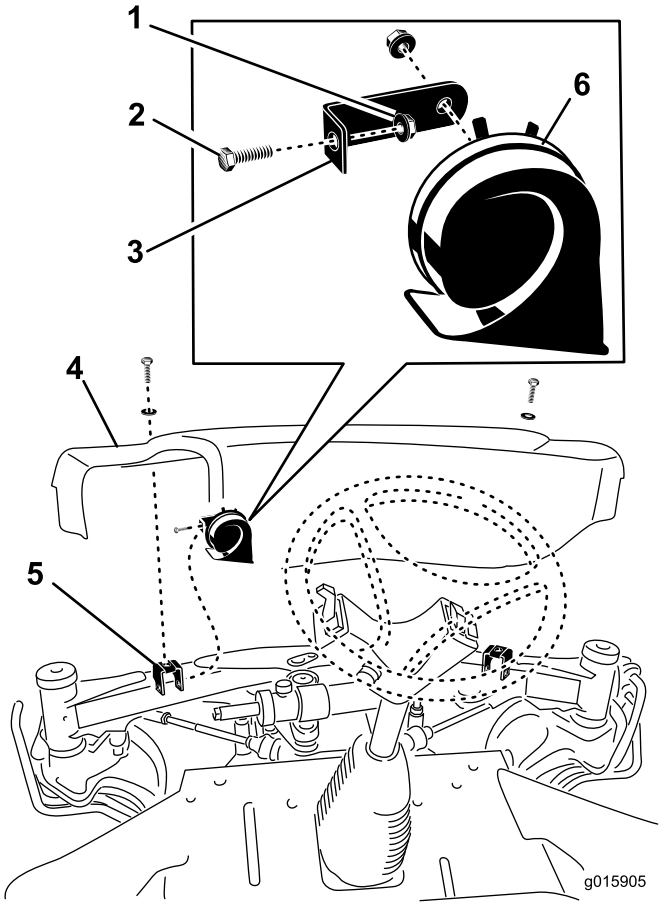

Figura 7
1. Rimuovete le (2) viti e le (2) rondelle che fissano il coperchio anteriore alle staffe del ponte anteriore (Figura 7). Rimuovete il coperchio anteriore.
2. Montate la staffa del clacson sulla staffa sinistra di montaggio del coperchio con la vite 5/16 x 3/4 poll. e il dado flangiato 5/16 poll. (Figura 7).
4. Dopo aver collegato il cablaggio elettrico al clacson, montate il coperchio anteriore al ponte anteriore con le (2) viti rimosse in precedenza.